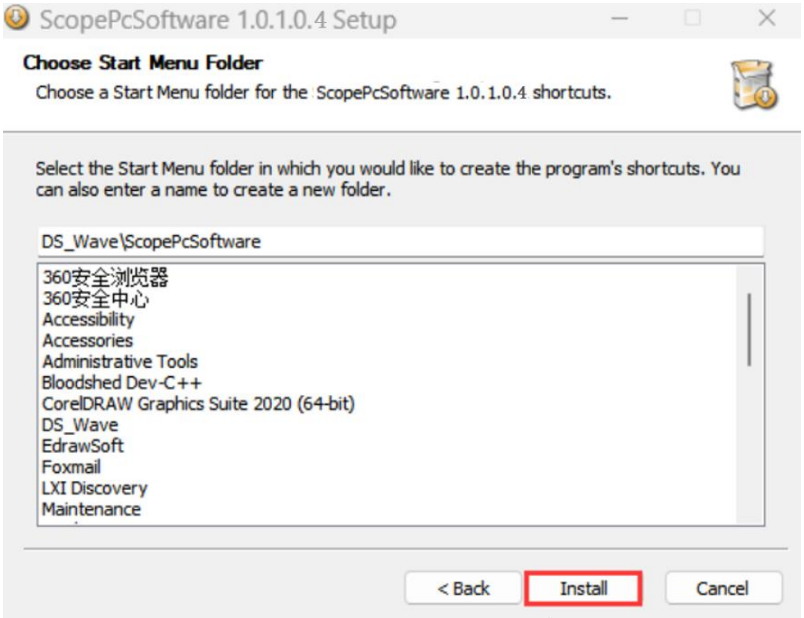

Figure 1-7
4、Click “**Install**” to initiate the software installation process, as shown in Figure 1-7.